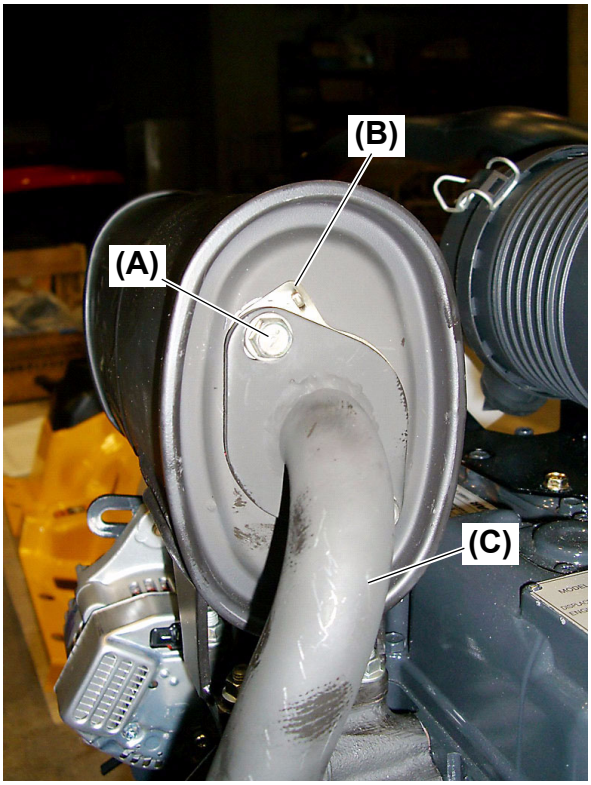

Fig. 3
4. Remove the two (2) M8 × 25 mm (L: 1.0 in.) bolts **(Fig. 3, (A))** that secure the exhaust pipe **(Fig. 3, (C))** to the muffler.
●The exhaust pipe is sealed to the muffler with a metal gasket **(Fig. 3, (B))**.